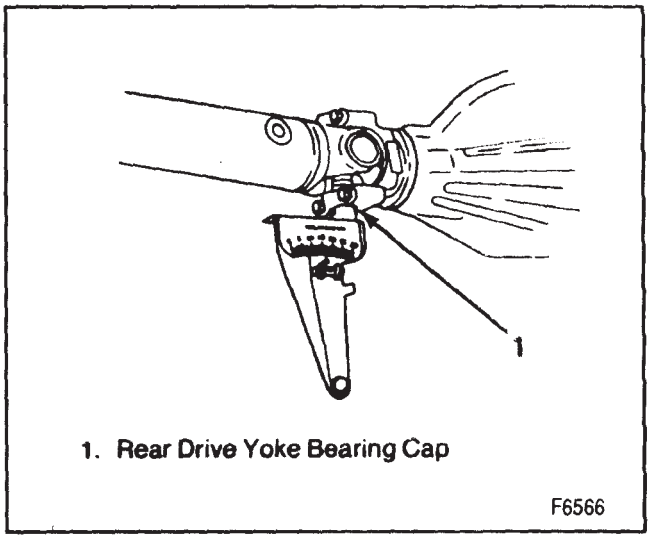

Figure 21—Measuring Rear U-Joint Working Angle
2. Rotate propeller shaft 90 degrees and place inclinometer on rear drive yoke bearing cap (figure 21). Center bubble in sight glass and record measurement.